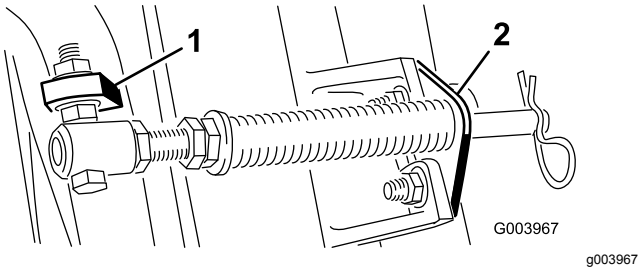

**Figur 5**
**Merk:** Still skruehodet på utsiden av tappen, som vist i Figur 5.
D. Monter de to stangbrakettene til klippeenhetstappene med låseskruene og mutterne (Figur 5).